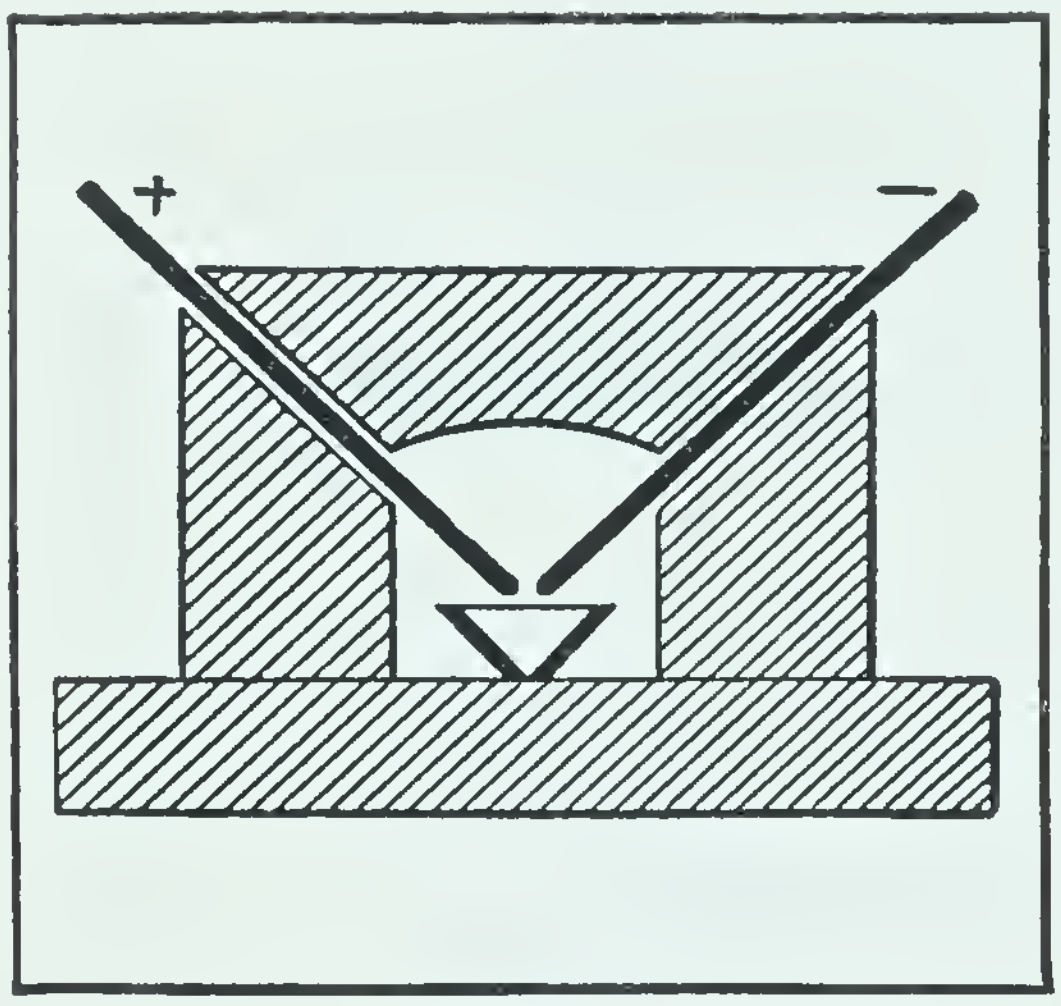

Fig. 332. An electric-arc furnace
1. ***Arc furnaces.*** In this type the source of heat is an electrical arc formed between carbon electrodes separated a little way from each other, as shown in Figs. 332, 334. The substance to be heated is placed in a vessel, usually a graphite crucible, just below the arc.